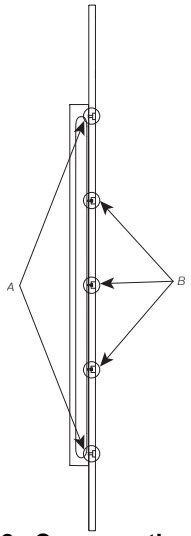

Figure 2 - Cross sectional view
2. Clearance is required for the handle fasteners on the back side of the panel. Flip the panel over to reveal the backside of the panel. Using a 3/4" forstner bit, drill a 9/32" (7 mm) deep counterbore at the top and bottom hole locations as shown in Figure 2 - Detail X.
3. Drill a 5/16" (8.2 mm) holes at the top and bottom locations shown in Figure 2 - Detail X.
4. Using a 3/4" forstner bit, drill a 7/16" (11.2 mm) deep counterbore at the middle three locations shown in Figure 2 - Detail Y.
5. Drill a 1/4" (6.2 mm) hole at the middle three locations as shown in Figure 2 - Detail Y.